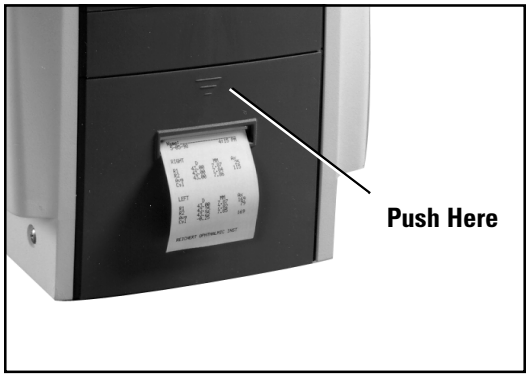

Figure 5, Opening Printer Door
- Open the Printer Door by pushing on the door above the printer paper slot. Refer to Figure 5.